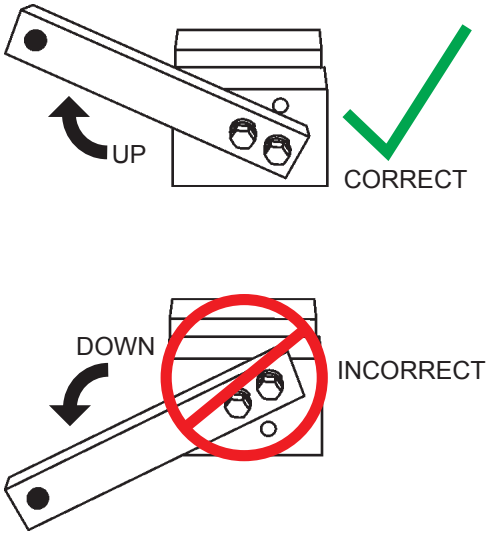

Figure 72. Fixture Arm Position (UP)
2. Make sure the fixture arm is in the **UP** position (Figure 72).